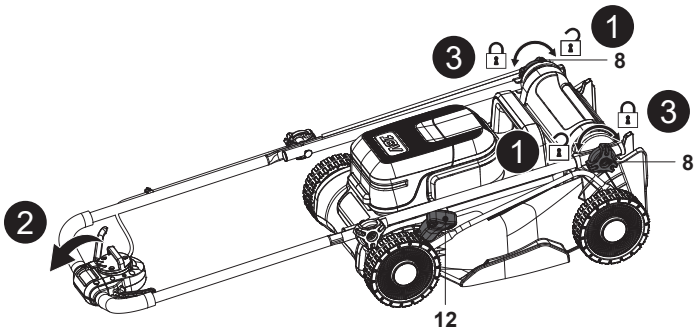

**Fig. 22**
- Slăbește cele două butoane de blocare (8) fără a le scoate, apoi pliază complet ansamblul mânerului (fig. 22, pașii 1 și 2).
- Înainte de depozitarea verticală, fixează conexiunile rotind cele două butoane de blocare (8) pentru a evita extinderea (fig. 22, pasul 3).